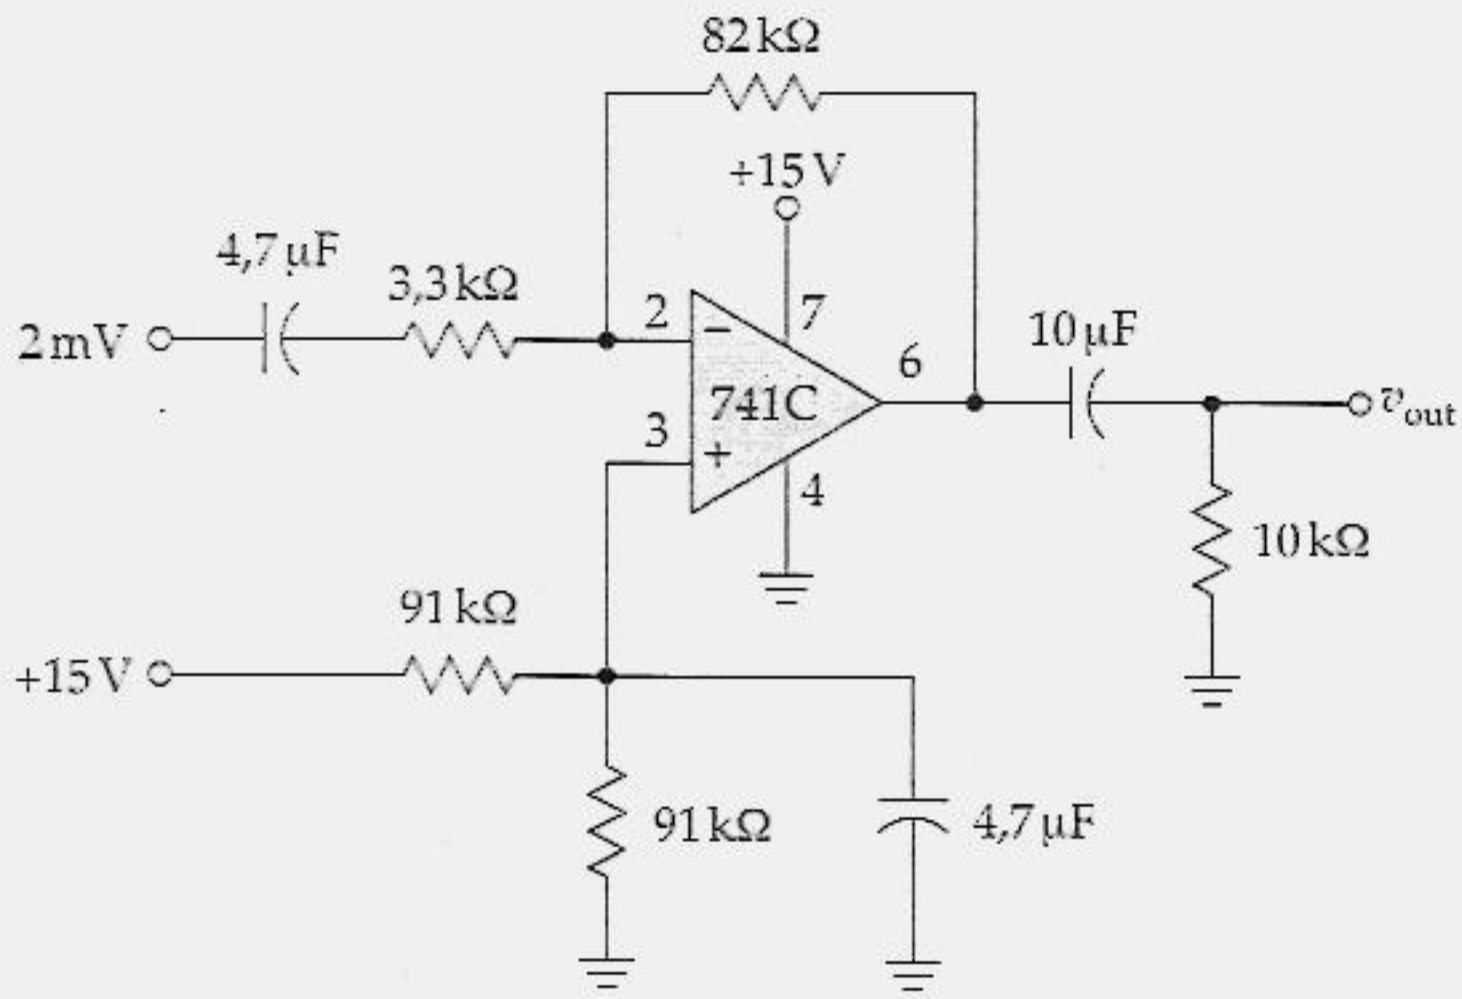

Figura 20.41
20.10 Qual a tensão de saída na banda média do circuito da Figura 20.41? Encontre a freqüência crítica do capacitor de acoplamento de entrada, do capacitor de acoplamento de saída e do capacitor de desvio na entrada não-inversora.
20.12 Considere que os valores de todas as resitências da Figura 20.41 sejam dobrados. Encontre as freqüências críticas do capacitor de acoplamento de entrada, do capacitor de acoplamento de saída e do capacitor de desvio na entrada não-inversora.